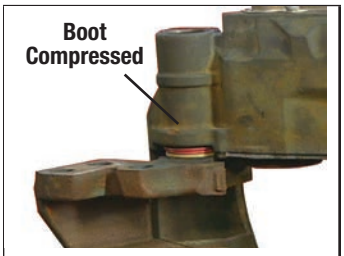

Figure 85 – Boots Must Be Compressed Fully During Cap Installation
5.6.38 *See Figure 85.* Place the caliper/carrier assembly on a bench so that the inner boots are fully compressed, check that the bores are clean and dry (e.g. free from lubrication).